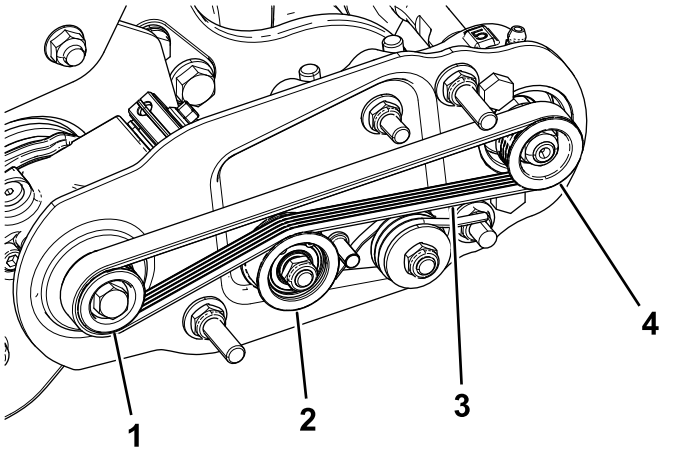

図 16
- **駆動** プーリにベルトを掛け、次に、アイドラプーリの上部に掛ける図 16。